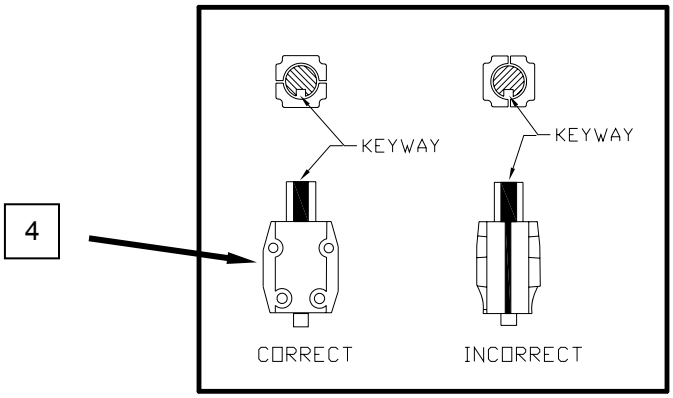

Figure 8. Aligning the Coupling Keyway.
19. Install the coupling halves **(Figure 8, Item 4)** and secure in place with bolts. Align motor shaft keyway **(Figure 8, Item 4)**.